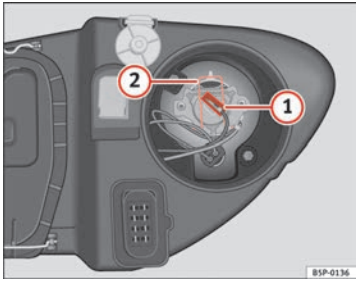

Fig. 169 Main beam headlights
– Remove the connector ⇒ fig. 169 (1) from the bulb.
– Press the spring ⇒ fig. 169 (2) inwards and to the right.